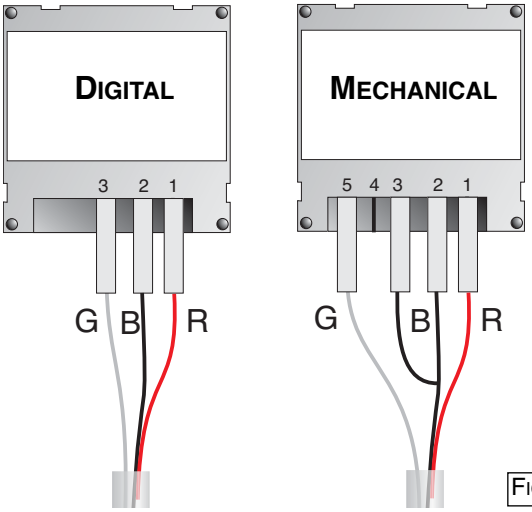

Fig. 2.23
5. Connect the wires supplied with the clock to the digital time clock as shown in Fig. 2.23;